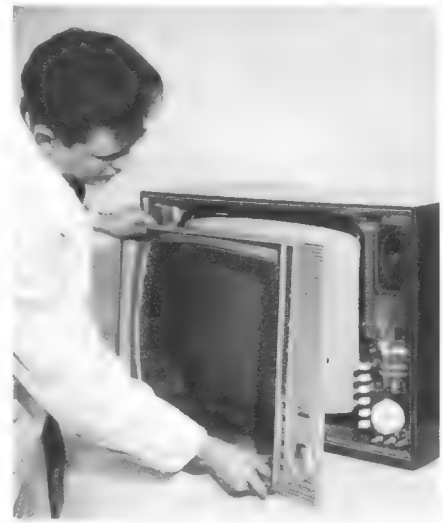

Bild 3. Die gesamte Frontabdeckung einschließlich Schutzscheibe läßt sich bei diesem Telefunken-Fernsehempfänger FE 251 T abnehmen
d) Die Gehäuse sind dem neuen Bildformat entsprechend eckiger geworden und – in unsymmetrischer Ausführung – auch niedriger, weil dann die Bildhöhe allein die Gehäusehöhe bestimmt. Bei diesen unsymmetrischen Geräten läßt sich manchmal die gesamte Frontplatte mit Schutzscheibe und Maske abnehmen *(Bild 3)*, so daß Bildröhrenoberfläche, Kanalschalter, Tasten und Lautsprecher usw. leicht erreichbar sind. Zusammen mit dem herausklappbaren Chassis – manchmal in zwei oder drei Winkelstufen feststellbar – ergibt sich eine sozusagen totale Zugänglichkeit der gesamten Schaltung und aller Elemente von vorn und hinten.